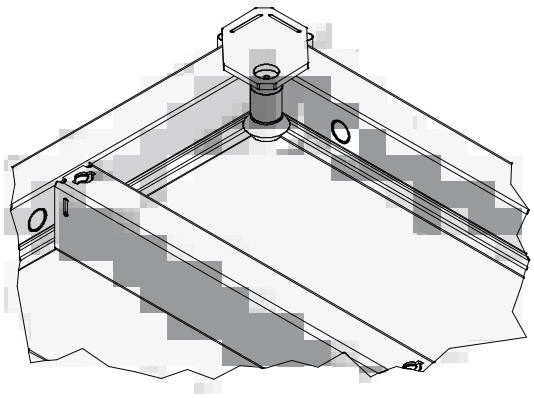
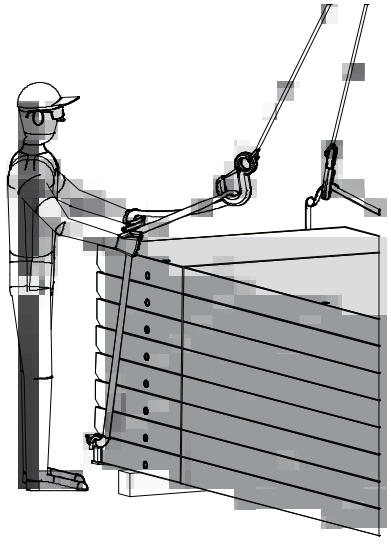

Abb. 66.4
Abb. 66.5
3. Die Rundschlinge mit einem Ruck nach oben ziehen (Abb. 66.5). Der federnde Anschlagzapfen greift in die Sicke des Elementrahmens ein; dadurch wird ein ungewolltes Aushängen vermieden (Abb. 66.4).